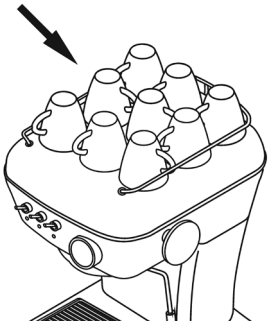

Figure 6
3. Place the cups on the cup warmer 9. Espresso is best at optimal temperature (40°C/105°F) (see figure 6).